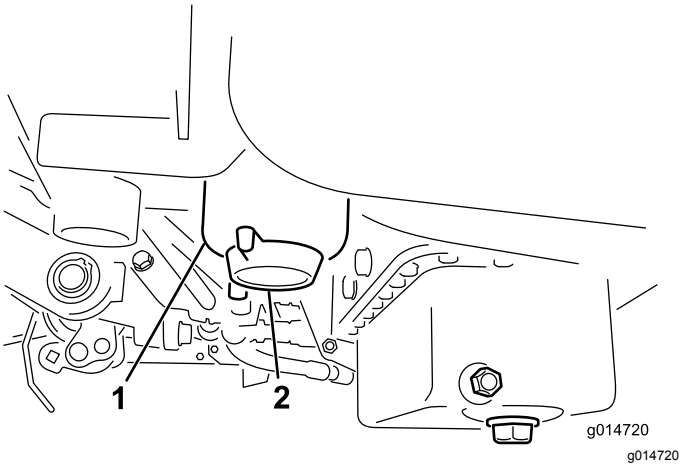

Figuur 34
2. Reinig de omgeving van de plaats waar de filterbus wordt gemonteerd (Figuur 34).
4. Open de filteraftapplug (Figuur 34).